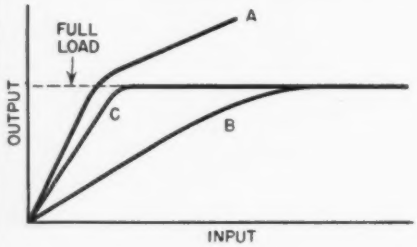
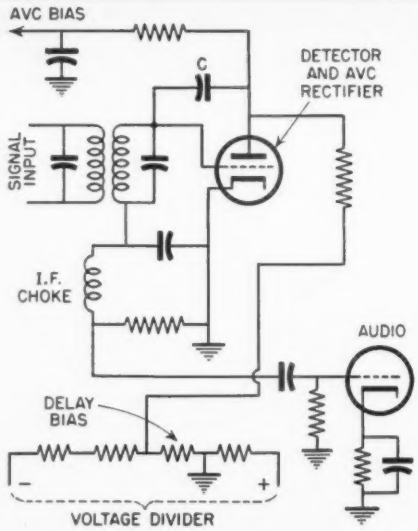
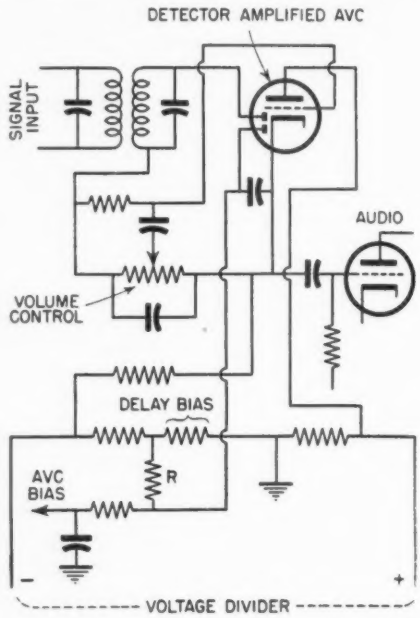

Figure 3
Figure 4
Figure 5
Fig. 3 shows the overload on input-output characteristics of a radio receiver employing a. v. c. from a diode rectifier compared to a receiver with no a.v.c. Curve *A* of *Fig. 3* illustrates the overload characteristic of a receiver without a.v.c. and set for maximum sensitivity. If a.v.c. is applied, increases in incident signal carrier will tend to reduce the receiver sensitivity in proportion to the strength of the carrier. This is shown by curve *B* of *Fig. 3*. As a result the output will not rise as fast as that of the receiver with no a.v.c.
a.v.c. This circuit which is illustrated in *Fig. 4* prevents a.v.c. from acting until a definite input is achieved and permitting it to act at all greater inputs. The characteristic of such a circuit is shown by curve *C* of *Fig. 3*.
In the circuit of *Fig. 4*, a triode is used for detector and a-v-c rectifier. The grid-cathode circuit of the triode functions as the detector and the plate-cathode circuit of the triode functions as a-v-c rectifier fed by coupling capacitor *C*. A sufficient negative delay bias is used in the rectifier circuit to permit fully loading the receiver before a-v-c action starts. Of course a single diode may be and has been used for both a-v-c rectifier and detector in common, but improved performance results if separate diode circuits are used. This is particularly true if delayed a.v.c. is used.
shown in *Fig. 3*. This has been overcome by the use of amplified a.v.c. A circuit employing amplified a.v.c. and using a double diode triode for the purpose is illustrated in *Fig. 5*. With such a circuit the input required to overload the a-v-c system is increased by an amount equal to the amplification of the triode. In *Fig. 5*, the diode detector circuit is conventional. The grid of the triode is fed from the detector load circuit through an isolating resistor and resistor *R* is the load circuit of the a-v-c rectifier which feeds the a.v.c. bias back to the amplifier grids.